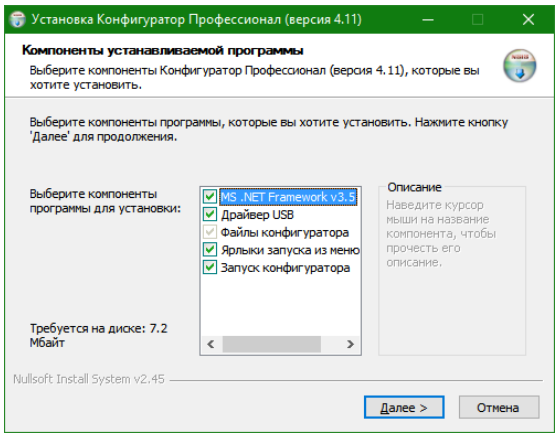

Рис. 2.2. Окно *Компоненты устанавливаемой программы*
4. В открывшемся окне оставьте установленными все флажки и нажмите кнопку Далее > (рис. 2.2).